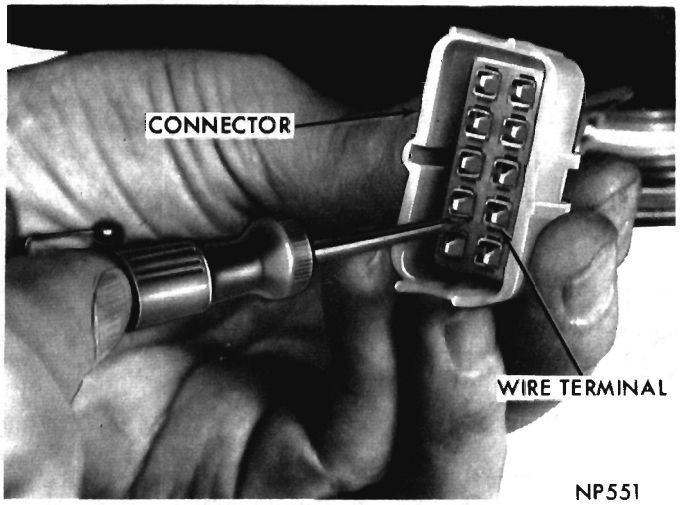

Fig. 3—Removing Wires from Connector
(3) While pulling slightly on wire (Fig. 3) insert a small screwdriver (with thin blade) above and below terminal to release tangs, then pull wire from connector. Remove all wires in same manner.